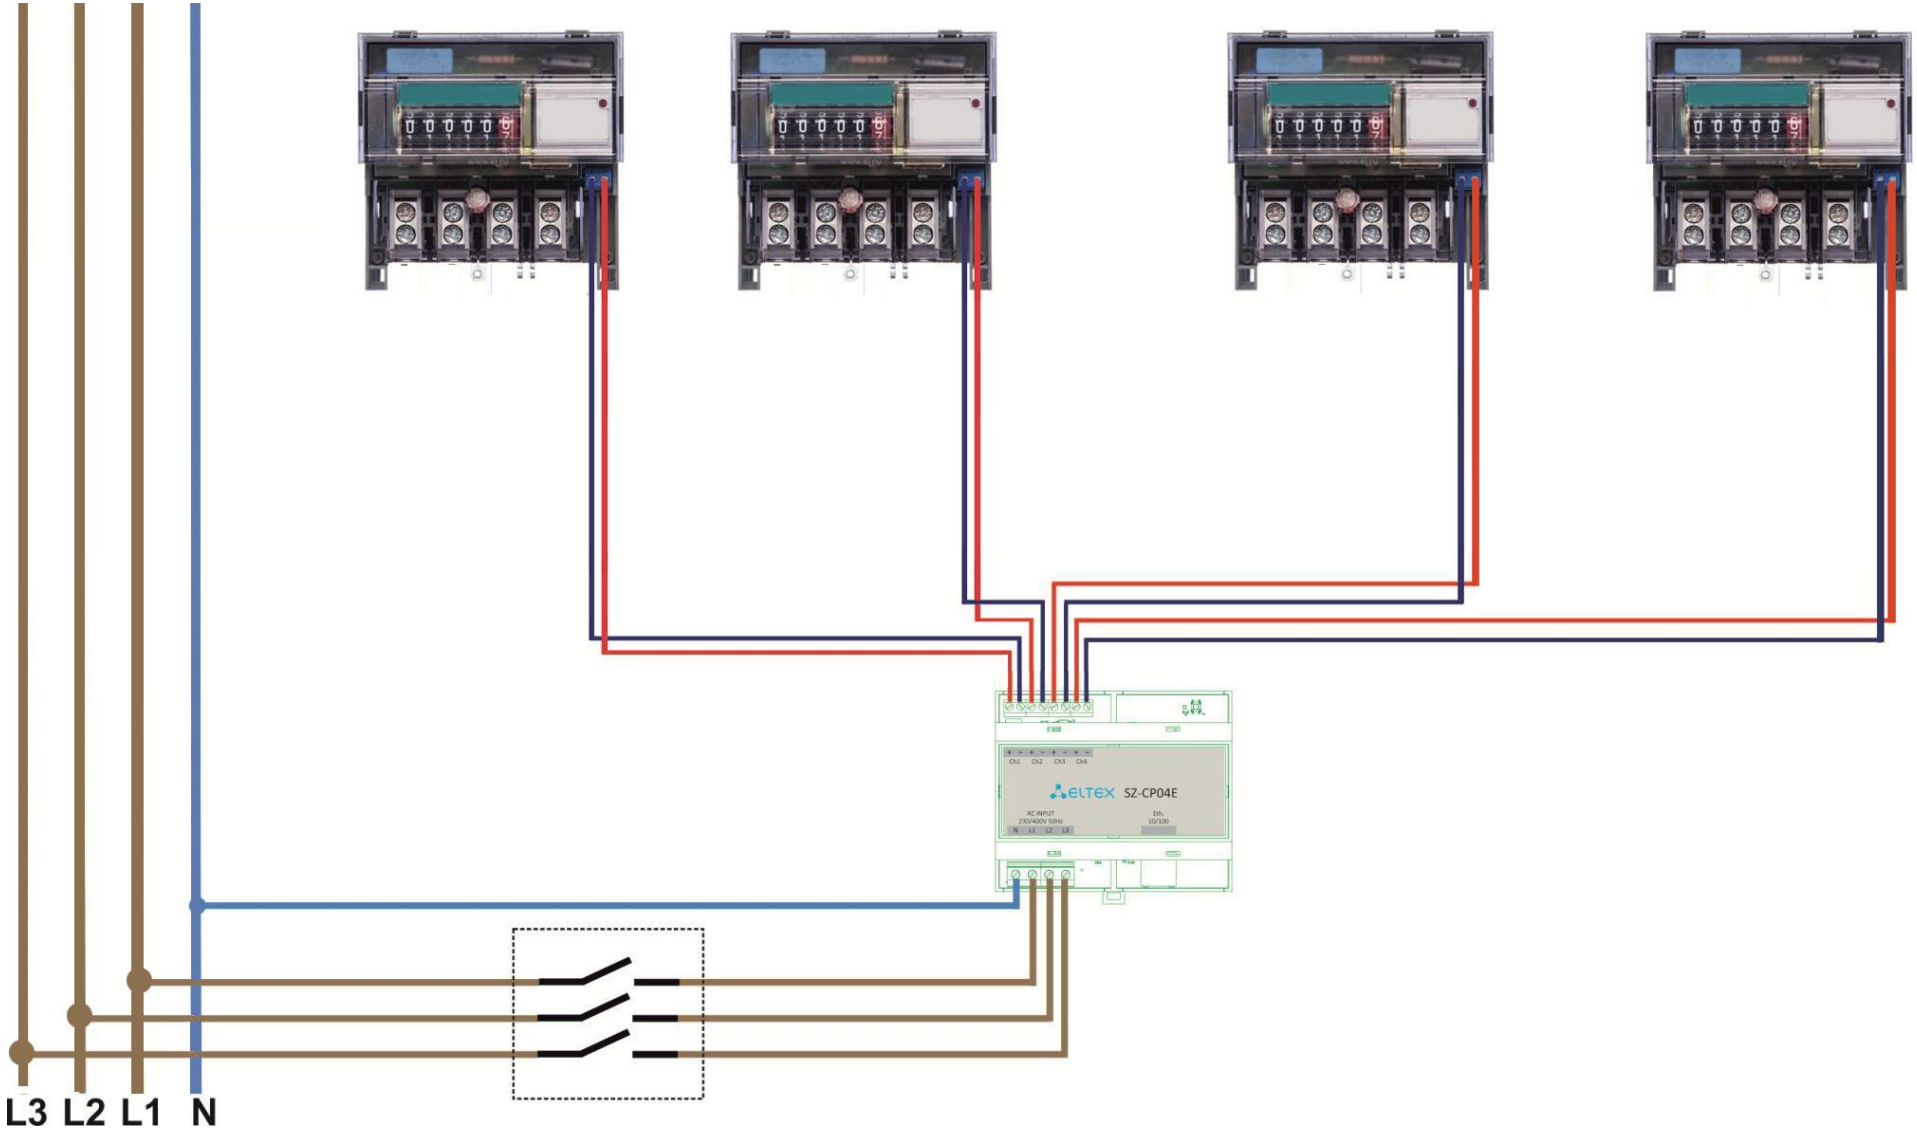

Рисунок 8 – Схема подключения к трехфазной сети
4.2 Подключение к трехфазной сети 380 В (рисунок 8). Подключите нейтраль к колодке N. Подключите фазы к колодкам L1, L2 и L3. Соблюдение порядка фаз не требуется.